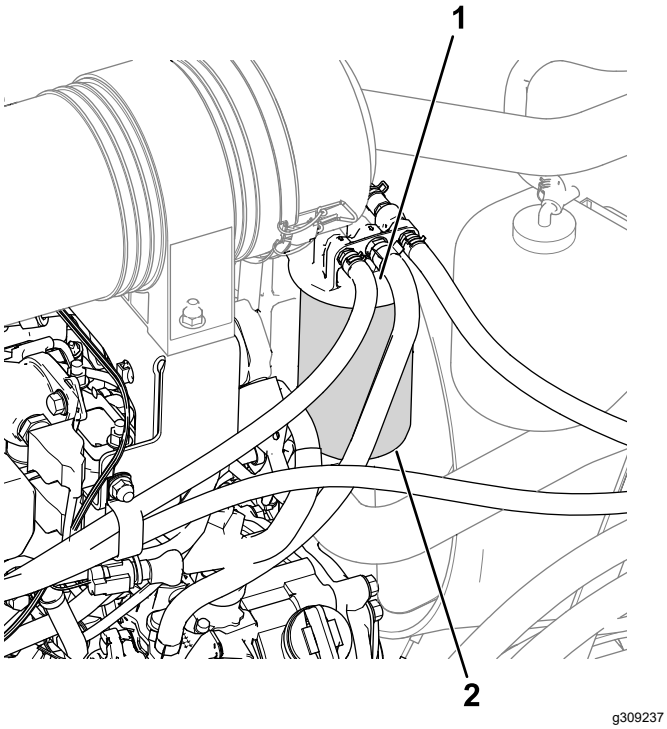

Рисунок 56
1. Очистите поверхность вокруг головки топливного фильтра (Рисунок 56).
2. Снимите фильтр и очистите монтажную поверхность головки фильтра (Рисунок 56).